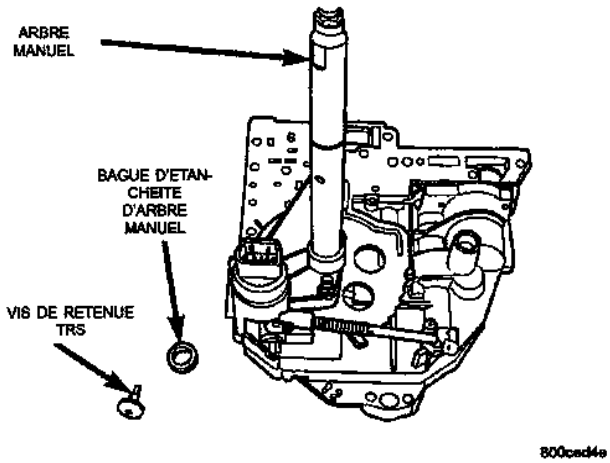

Fig. 22 Dépose de bague d'étanchéité d'arbre manuel
(13) Déposer la bague d'étanchéité de l'arbre manuel (Fig. 22).